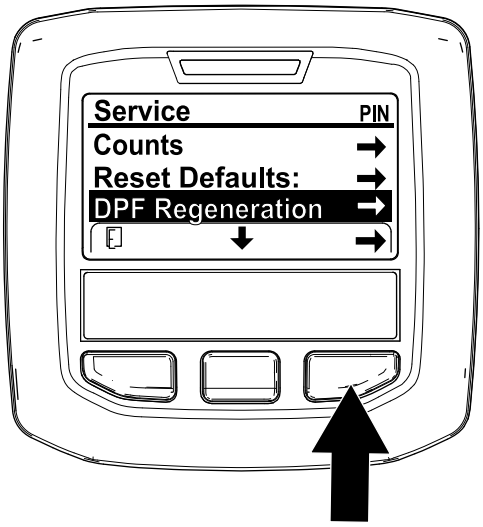

Figuur 31
1. Ga naar het onderhoudsmenu en druk op de middelste knop om naar de optie DPF REGENERATION te gaan (Figuur 31).
2. Druk op de rechterknop om de optie DPF Regeneration te selecteren (Figuur 31).